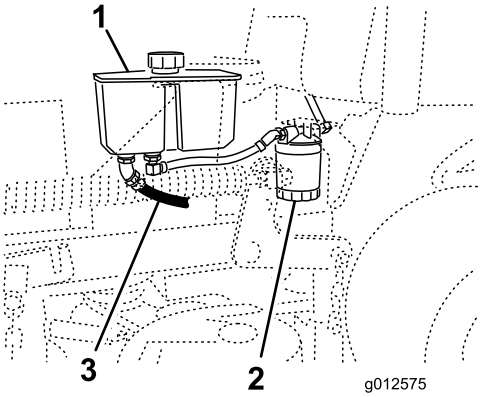

Figur 75
4. Finn fremre hydraulikkslange under hydraulikktanken og plasser et tappefat under tanken (Figur 75).